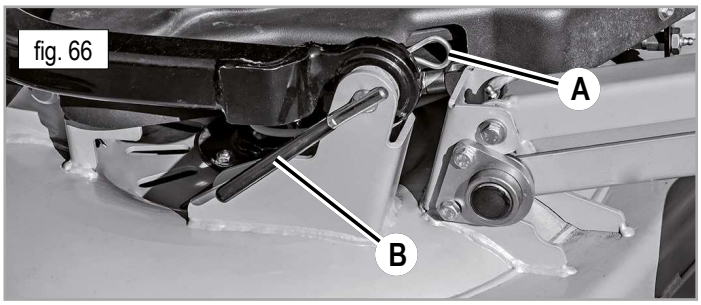

fig. 66
4. Retirez les goupilles fendues (fig. 66/A) des axes des bras de levage du plateau de coupe et faites glisser les axes (fig. 66/B).